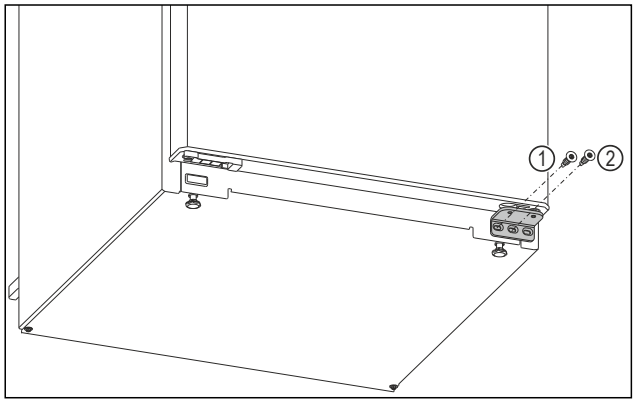

Fig. 6
▶ Kierrä alemmassa laakerijalustassa sisempi ruuvi ulos Torx 20 -ruuvimeisselillä. *Fig. 6 (1)*
▶ Kierrä alemmassa laakerijalustassa keskimmäinen ruuvi ulos Torx 20 -ruuvimeisselillä. *Fig. 6 (2)*